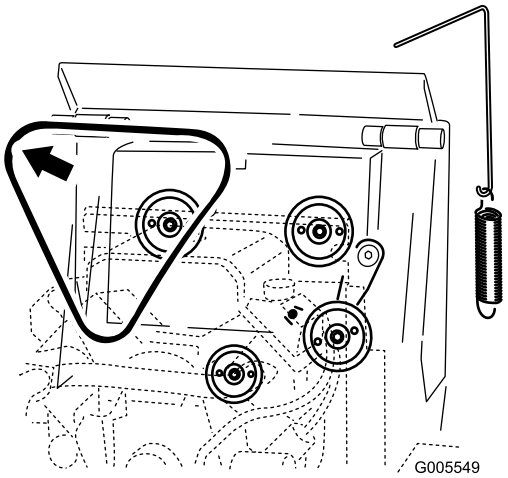

**Figuur 48**
5. De riem van de drie poelies verwijderen (Figuur 48).